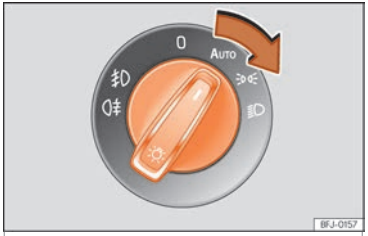

Fig. 92 Planche de bord : commande des feux.
- Tournez l'interrupteur dans la position désirée ››› fig. 92.